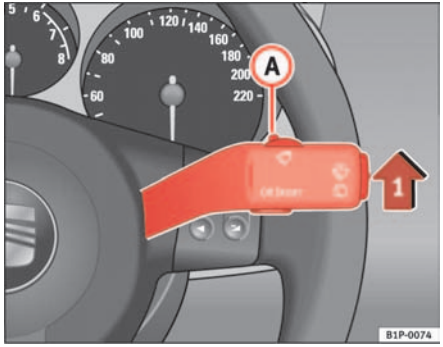

Fig. 86 Windscreen wiper lever
– Move the windscreen wiper lever into position (1) ⇒ fig. 86.
– Move the control (A) to the left or right to set the sensitivity of the rain sensor. Switch to the right - high sensitivity. Switch to the right - low sensitivity.